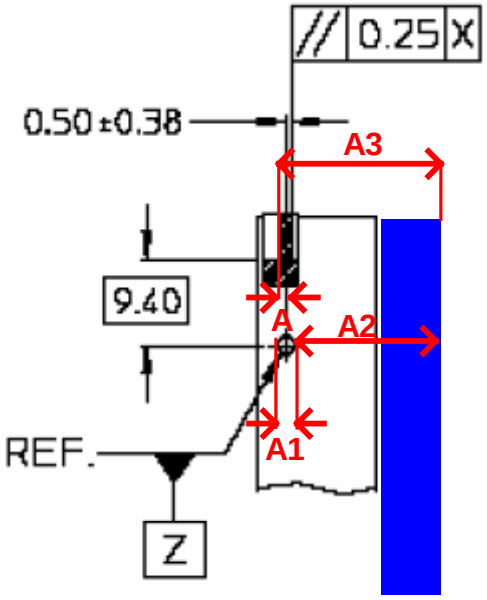

Figure 14
1. Using the inside measurement jaws on the calipers, measure the width of the mounting hole as shown in Figure 14. Record this value as *A1*.
3. Using the outside measurement jaws of the calipers, measure the distance from the edge of the mounting hole to the face of the flat surface, as shown in Figure 14. Record this value as *A2*.
5. Using the outside measurement jaws of the calipers, measure the distance from the top of the device tongue, to the face of the flat surface as shown in Figure 14. Record this value as *A3*.